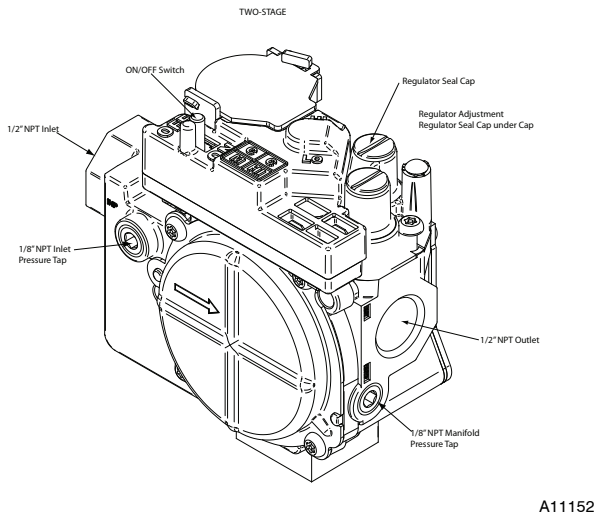

Fig. 51 - Gas Valve
b. Remove regulator adjustment cap from high-heat gas valve pressure regulator (See Fig. 51) and turn high heat adjusting screw (3/16-in. or smaller flat-tipped screwdriver) counterclockwise (out) to decrease input rate or clockwise (in) to increase input rate.